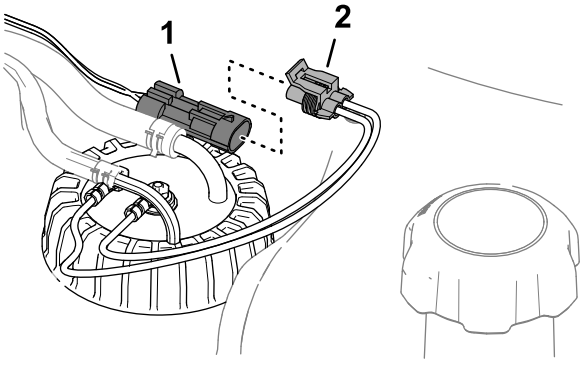

**Figuur 88**
3. Verwijder de connector met 2 contacten van de kabelboom van de brandstofsensor van de connector met 2 pinnen van de machinekabelboom (Figuur 88).